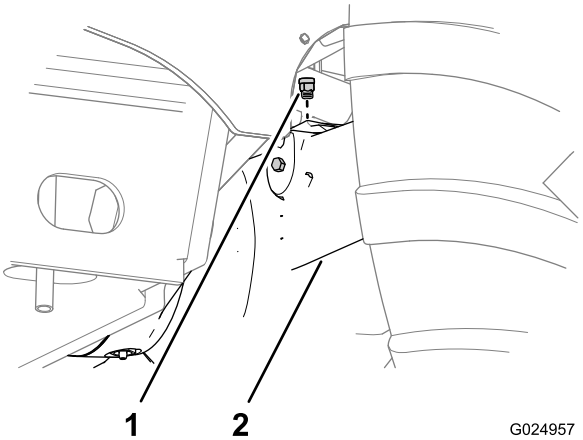
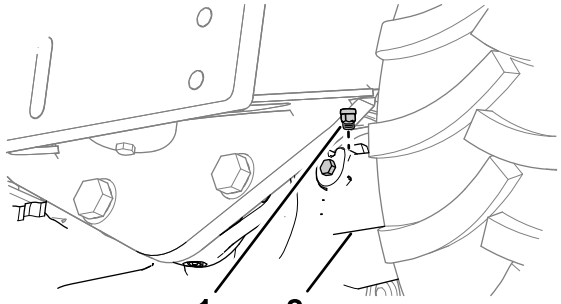

Bild 91
Bild 92
1. Reinigen Sie den Bereich um die Entlüfter mit einem Reinigungsmittel (Bild 91 und Bild 92).
2. Entfernen Sie die Entlüfter von der Vorder- und den Hinterachsen (Bild 91 und Bild 92).
5. Bringen Sie die Entlüfter an der Vorder- und den Hinterachsen an (Bild 91 und Bild 92).